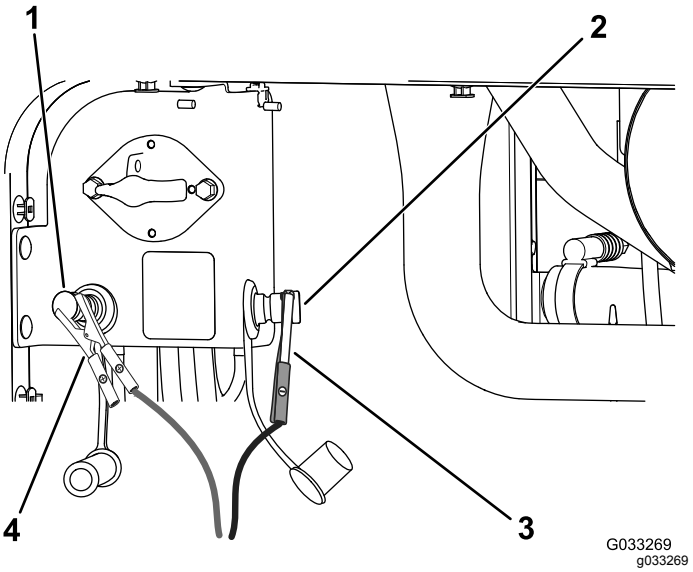

Figur 115
4. Koble den positive ledningen på batteriladeren til den positive startpolen (Figur 115).
5. Koble den negative ledningen på batteriladeren til den negative startpolen (Figur 115).
7. Når batteriet er helt oppladet, kobler du laderen fra strømkilden, og deretter laderledningene fra startpolene (Figur 115).